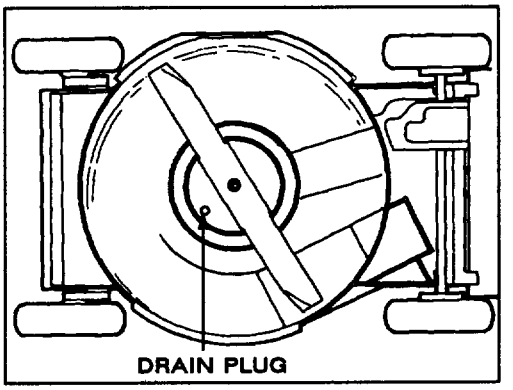

**Figure 17**
2. Push spark plug wire onto spark plug (Fig. 17).
3. Tip mower on its right side. Remove drain plug from underside of mower using an adjustable wrench (Fig. 17). Place a drain pan under mower.